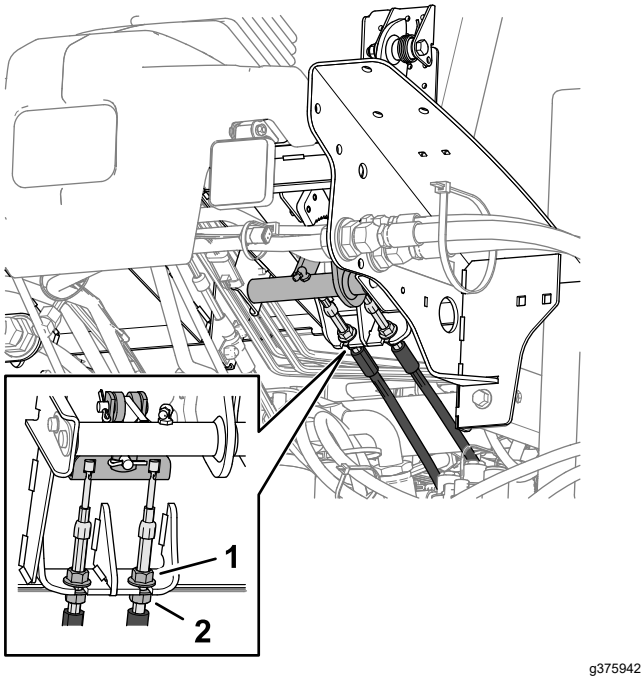

Figura 139
5. Pentru a reduce cursa liberă a pedalei de frână, slăbii contrapiuliţele faă de pe capătul filetat al fiecărui cablu de frână (Figura 139).